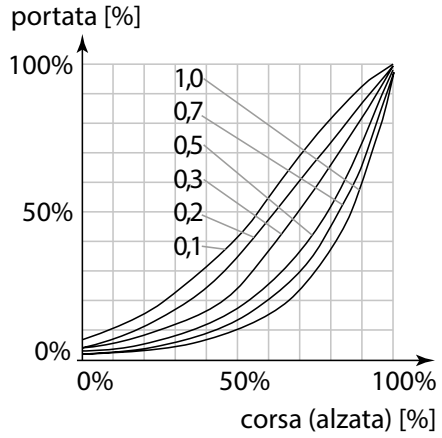

Fig. 2
1. Caratteristica logaritmica/equipercentuale della valvola di regolazione (Fig. 2)